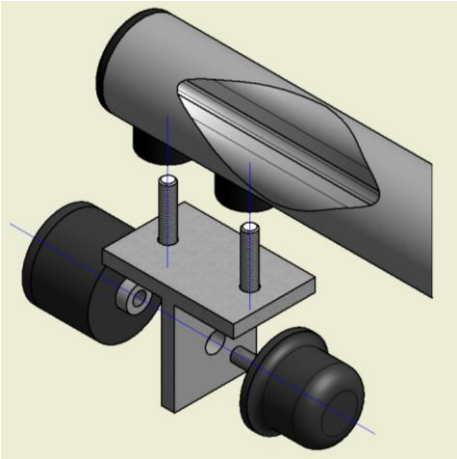

Рис.1
2.1. При доукомплектовании уже установленной двери приводом снять верхний упор-ограничитель открывания двери и уголок его крепления к верхней направляющей со стороны установки ведущей станции (Рис.1).
2.6. Снять верхний упор-ограничитель открывания двери и уголок его крепления к верхней направляющей со стороны установки ведомой станции (Рис.1).